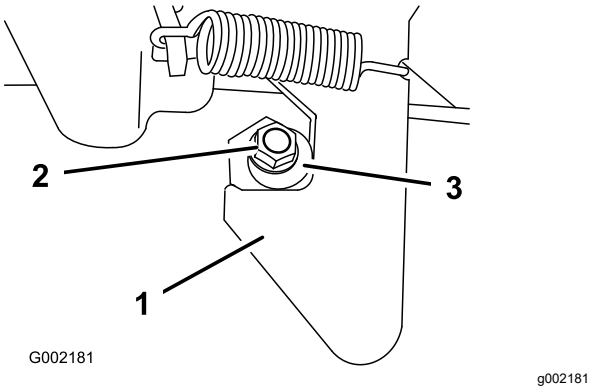

**Figur 71**
1. Løsne låsemutteren på enden av låseposten (Figur 71).
2. Vri låseposten med klokken til den sitter tett mot krokdelen på sperren (Figur 71).